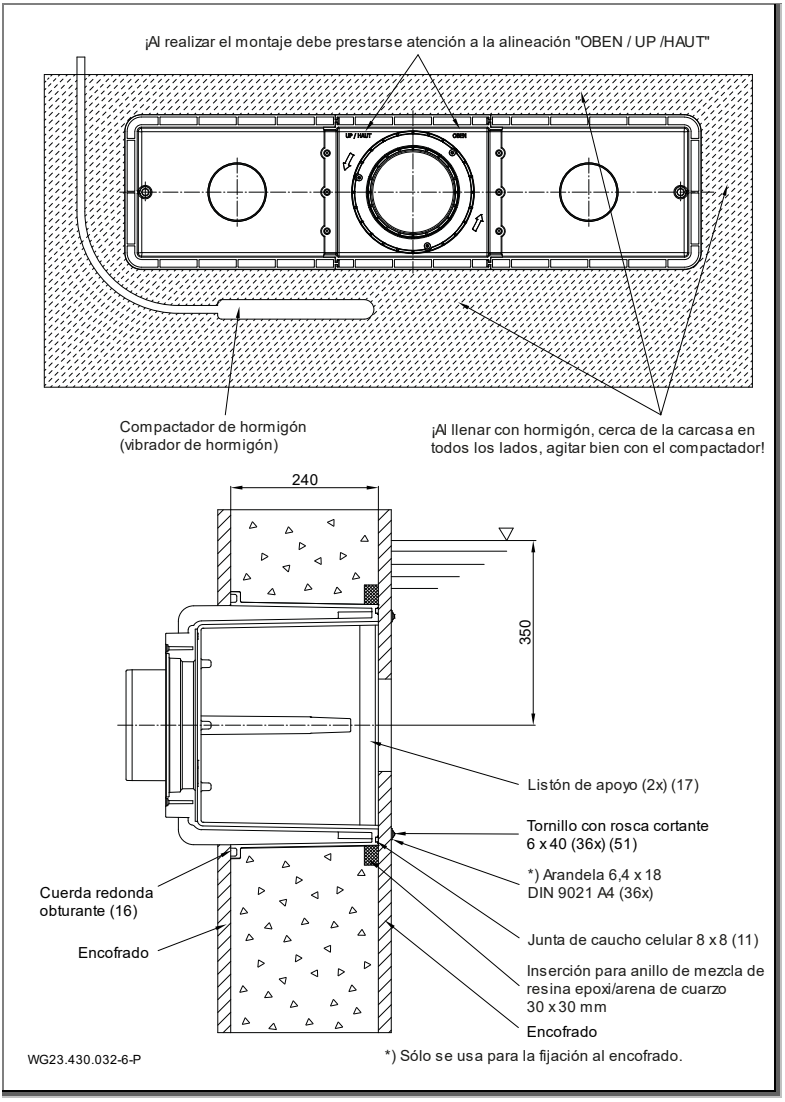

Fig. 5
Para la estanqueidad con la pared de hormigón recomendamos crear un anillo perimetral de resina epoxi/arena de cuarzo en la pared exterior del lado de la piscina de la carcasa (1). Ver "Fig. 5", página 23.